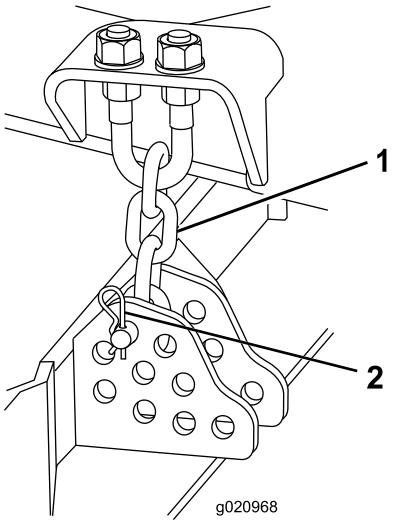

図 16
9. 刈高チェーンを刈り込みデッキ後部に固定しているヘアピンコッターとクレビスピンを取り外す図 16。